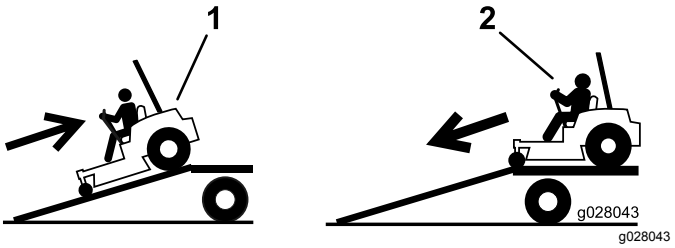

**Figuur 45**
4. Rij de machine achteruit op de oprijplaat (Figuur 45).
2. Rij de machine vooruit de oprijplaat af (Figuur 45).